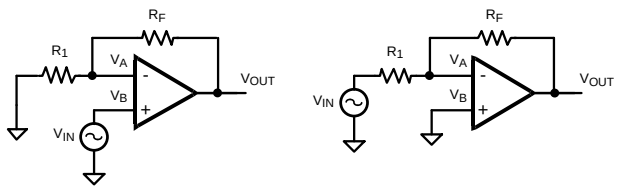
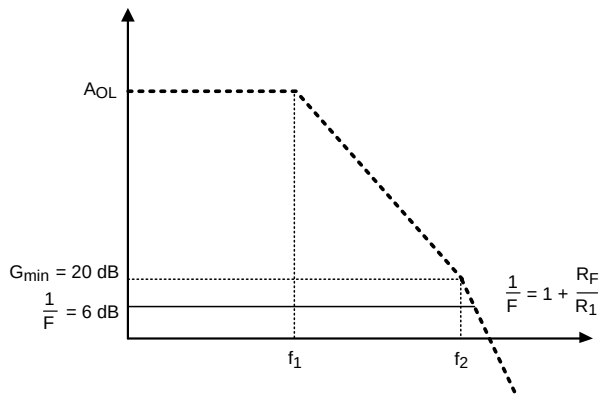

Figure 52. Op Amp with Resistive Feedback. (a) Non-inverting (b) Inverting
Figure 53. 1/F for $R_F = R_1$ and Open Loop Gain Plot
The feedback function (F) of arbitrary electronic circuits, as shown in Figure 52, is defined as the ratio of the input and output signal of the same circuit.
The feedback function for a three-terminal op amp as shown in Figure 52 is the feedback voltage $V_A – V_B$ across the op amp input terminals relative to the op amp output voltage, V_{OUT}. That is
The inverse feedback factor for both configurations shown in Figure 52, is given by:
If R_1 and R_F and are chosen so that the closed loop gain is lower than the minimum gain required for stability, then 1/F intersects the open loop gain curve for a value that is lower than G_{MIN}. For example, assume the G_{MIN} is equal to 10 V/V (20 dB). This is shown as the dashed line in Figure 53. The resistor choice of $R_F = R_1 = 2$ kΩ makes the inverse feedback equal 2 V/V (6 dB), shown in Figure 53 as the solid line. The intercept of G and 1/F represents the frequency for which the loop gain is identical to 1 (0 dB). Consequently, the total phase shift at the frequency of this intercept determines the phase margin and the overall system stability. In this system example 1/F crosses the open loop gain at a frequency which is larger than the frequency where G_{MIN} occurs, therefore this system has less than 45° phase margin and is most likely instable.
This example, represented by Figure 52 and Figure 53, is generic in the sense that the G_{MIN} as specified did not distinguish between inverting and non-inverting configurations.